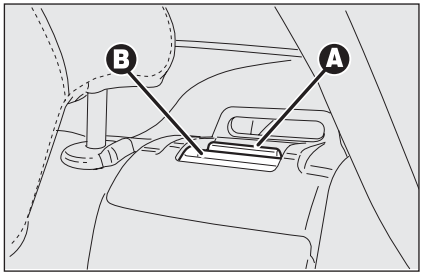

rys. 6
- ❒ wysunąć dźwignię **A-rys. 6** mocowania oparcia aby odblokować odpowiednio cześć lewą lub prawą oparcia i złożyć oparcie do przodu. Po podniesieniu dźwigni ukaże się „czerwona taśma" **B**.
OSTRZEŻENIE Prawidłowe zamocowanie oparcia gwarantowane jest schowaniem się „taśmy czerwonej" **B-rys. 6** znajdującej się z boku dźwigni **A** składania oparcia. Jeżeli jest widoczna "czerwona taśma" oznacza w rzeczywistości brak zablokowania oparcia. Przy ustawianiu oparć w pozycji użycia, sprawdzić prawidłowość zamocowania poprzez zatrzaśnięcia blokady.